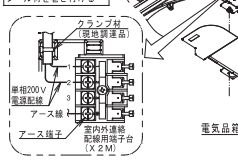

図9
アース端子にアース線を確実に接続してください。（図9参照）
- ●電源配線接続前に張力が加わっていない、配線をクランプ材(現地調達品)で確実に固定してください(図9参照)